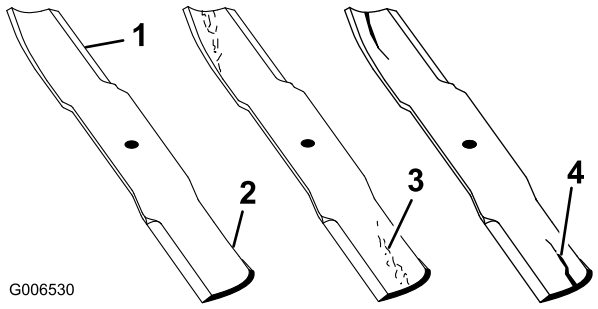

Figure 77
1. Examinez le tranchant des lames (Figure 77). Si les lames coupent mal ou présentent des indentations, déposez-les et aiguisez-les (voir Aiguisage des lames).
2. Inspectez les lames, surtout la partie incurvée. Remplacez immédiatement toute lame fendue, usée ou qui présente une entaille (Figure 77).